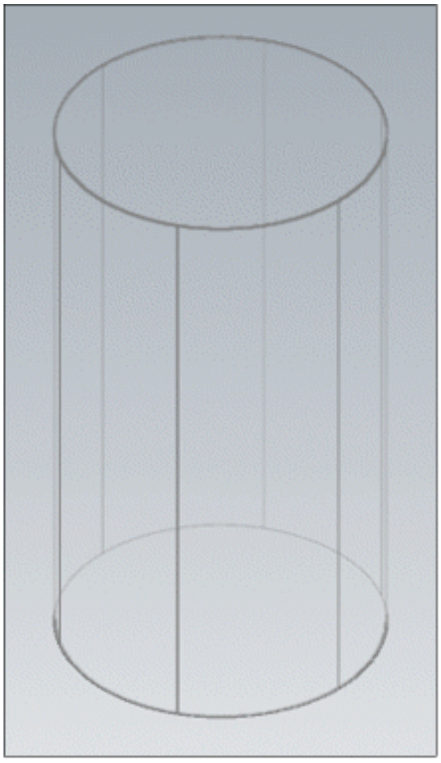

Figure-21. Dimmed wireframe model
- Click on the **Dimmed** tool from the **Wireframe** drop-down in the **Appearance** group of the **Ribbon** to make hidden lines dim in the wireframe view of model; refer to Figure-21.